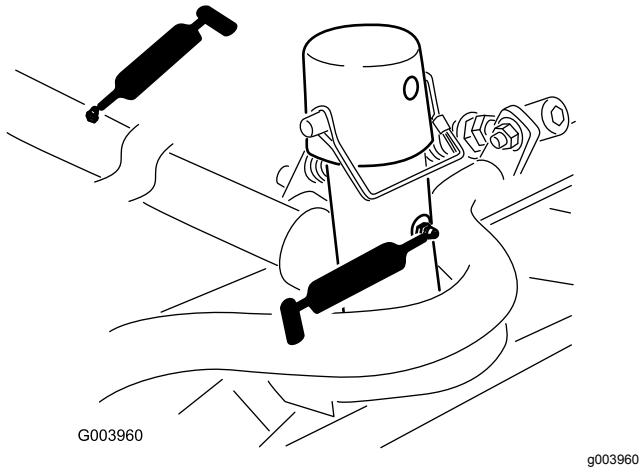

Figur 43
- Bæreramme og dreietapp for klippeenhet (2 hver) (Figur 43)